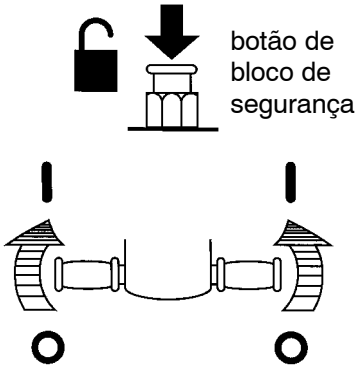

FIG. 4
4. Meter a máquina a funcionar carregando no botão de bloco de segurança e rodar os manípulos rotativos para a frente. Deixar o polegar do botão de bloco de segurança para que a máquina possa ligar-se (Fig. 4).